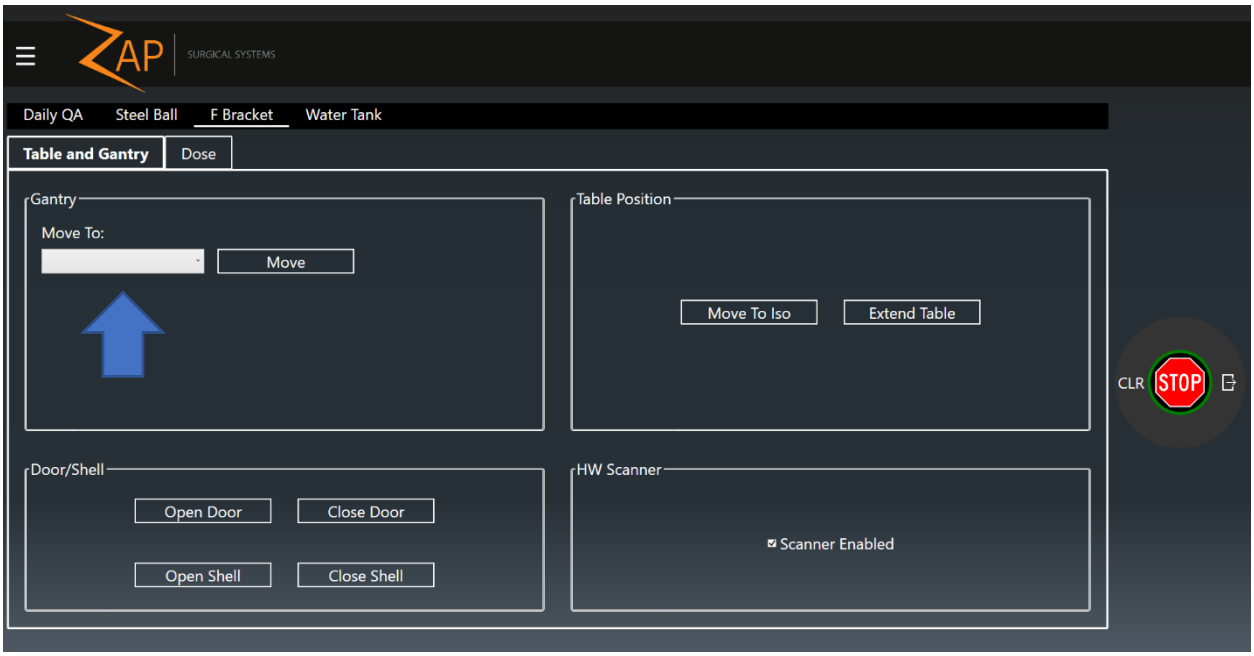

Figura 3-11 Pagina F-Bracket, scheda Table and Gantry. La freccia indica la selezione della posizione desiderata del gantry.
3. Verificare che il sistema sia nella posizione Home, altrimenti fare clic sull'Icona **Daily QA**. Poi selezionare la pagina **F-Bracket** e la scheda **Table and Gantry**. Nel menu a discesa, per **Gantry, Move To:**, selezionare Home e poi fare clic su **Move** (vedi Figura 3-11).
3. Verificare che il sistema sia nella posizione North Pole, altrimenti fare clic sull'icona **Daily QA**. Poi selezionare la pagina **F-Bracket** e la scheda **Table and Gantry**. Nel menu a discesa, per **Gantry, Move To:** selezionare **North Pole** e poi fare clic su **Move** (vedi Figura 3-11).
3. Verificare che il sistema sia nella posizione desiderata, altrimenti fare clic sull'icona **Daily QA**. Poi selezionare la pagina **F-Bracket** e la scheda **Table and Gantry**. Nel menu a discesa, per Gantry, Move To, selezionare la posizione desiderata e poi fare clic su Move (vedi Figura 3-11).